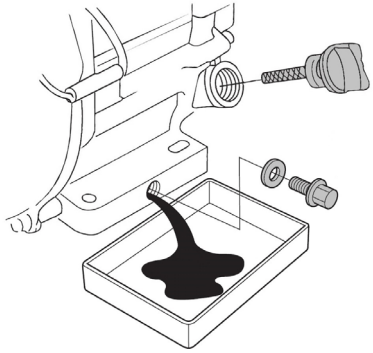

Рис. 9 Замена моторного масла
3. Извлеките крышку-щуп (Рис. 9) из маслозаливной горловины.
4. Открутите (Рис. 9) сливной болт и слейте отработанное масло в подготовленную для этого емкость.